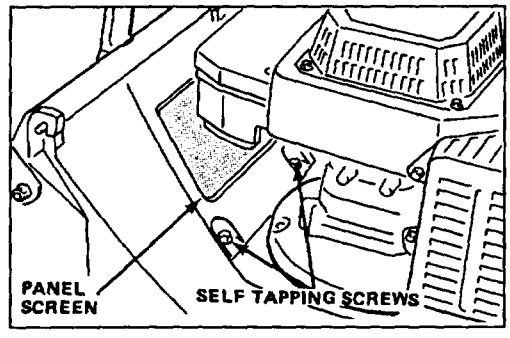

Figure 29
2. Remove (2) 1/2" self tapping screws securing panel screen to mower deck and remove panel screen (Fig. 29).